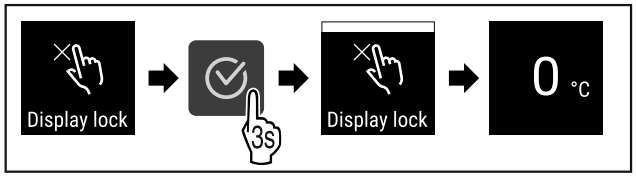

Fig. 77
▶ Suivre les étapes (voir Fig. 77) .